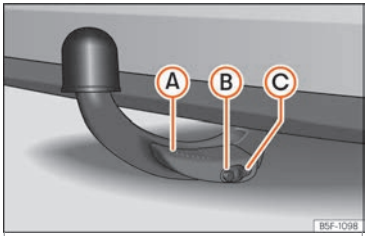

Fig. 187 Gancho de reboque fixado corretamente
- A alavanca Ⓐ está acima ››› Fig. 187.
- A parte vermelha e verde do perno de desbloqueio Ⓑ está completamente visível ››› Fig. 187.
- A tampa Ⓒ encontra-se sobre a fechadura ››› Fig. 187.
- **Ao libertar o gancho de reboque, para evitar trilhar os dedos, recomenda-se manter as mãos retiradas da alavanca Ⓐ ››› Fig. 187.**